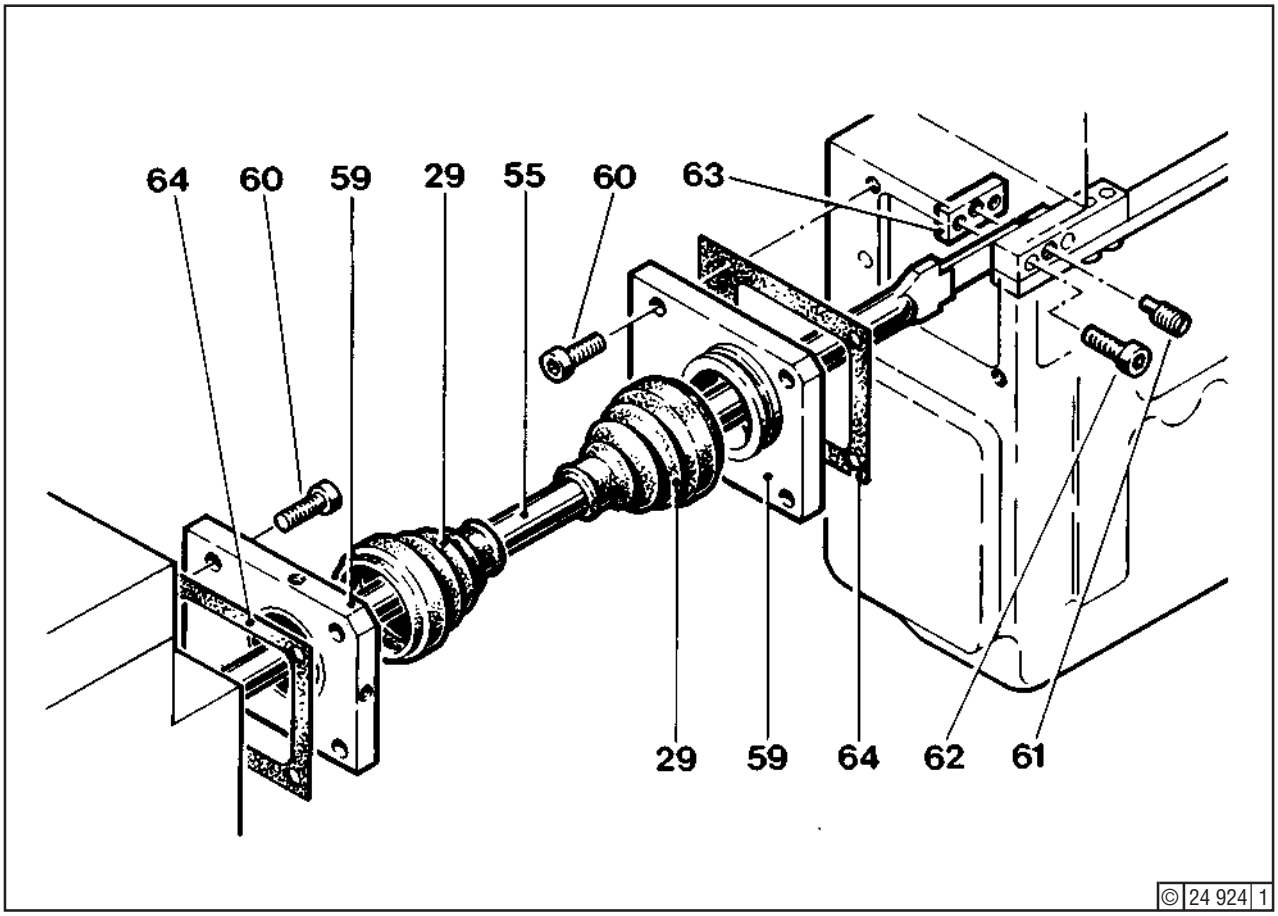

Fig. 2
Unscrew chees-head screws (60) - Fig. 2 -. Remove gaskets (64). Push covers (59) and bellows (29) towards the middle of link (55). Then undo cheese-head screws (62) and scrap. Remove flat irons (63). Slacken eccentrics (61) and carefully lift links out of the injection pumps.